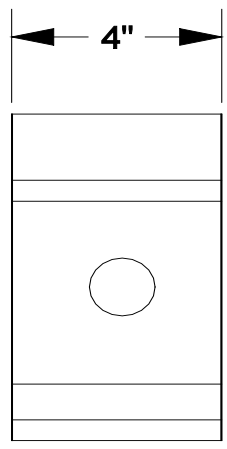

Figure 4-QQ
2. If the gap in the break is between 4 and 7 inches, apply a 4-inch “dutchman” with a bolt hole through the center with a pair of joint bars. Secure the “dutchman” per Figure 4-QQ with a bolt inserted through the hole of the “dutchman” and one of the center holes of the joint bars.